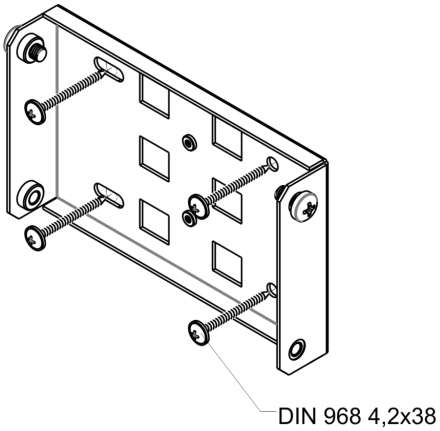

Рисунок 11 – Крепление кронштейна на стене
c) В верхние отверстия установите винты DIN7985 M6. Винты не нужно закручивать до конца, оставьте зазор минимум 3 мм, рисунок 11.